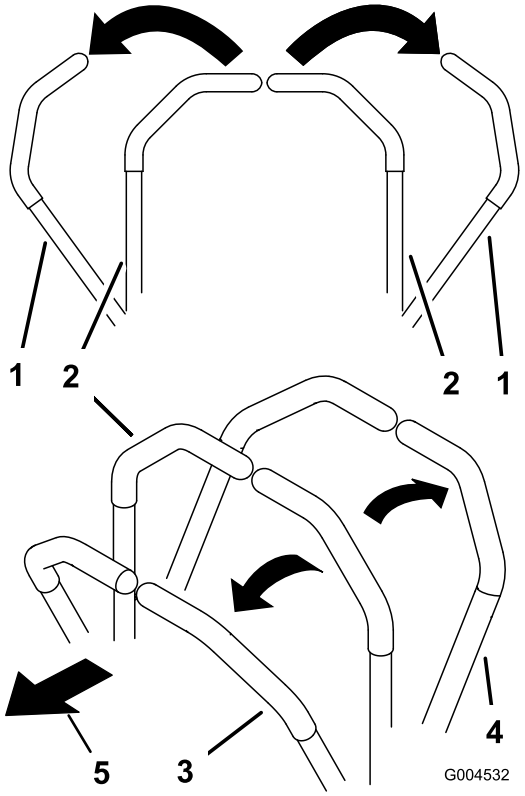

**Figur 17**
3. Kør fremad ved langsomt at skubbe bevægelseshåndtagene fremad (Figur 17).
Kør lige ud ved at påføre begge bevægelseshåndtag samme tryk (Figur 17).
Drej ved at flytte bevægelseshåndtaget mod neutral i den retning, du ønsker at dreje (Figur 17).
2. Bak ved langsomt at trække bevægelseshåndtagene bagud (Figur 17).
Drej ved at udløse trykket på bevægelseshåndtaget i den retning, du ønsker at dreje (Figur 17).